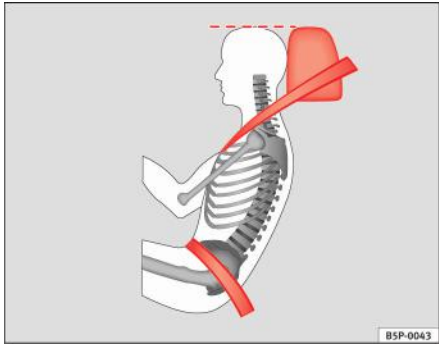

Fig. 14 Pozițiile corecte ale centurii de siguranță și ale tetierei, văzute din lateral
- **Porțiunea pentru bazin a centurii de siguranță trebuie să treacă peste pelvis, niciodată peste abdomen. Centura de siguranță trebuie să fie trecută peste bazin și să stea întinsă ⇒ fig. 14. Dacă centura este prea lejeră, trageți de chingă pentru a o strânge.**